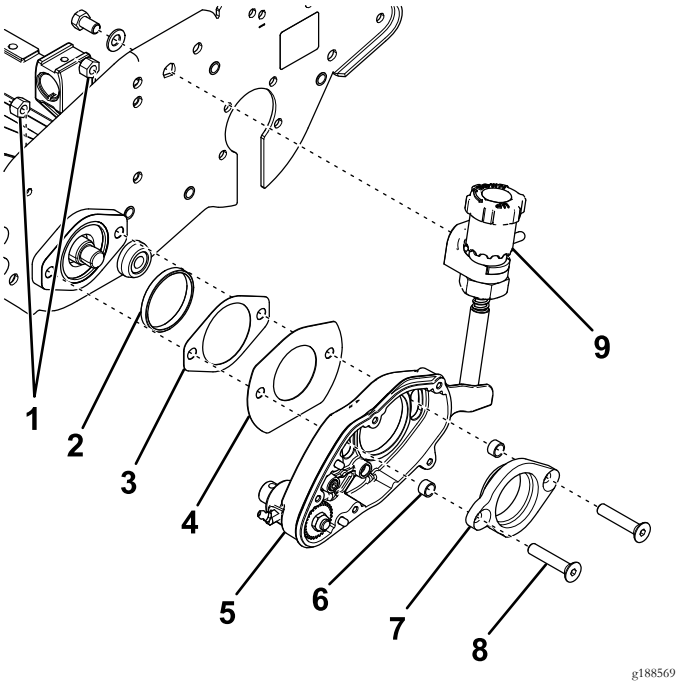

Figura 6
2. Inserite l'anello adattatore nell'alloggiamento dei cuscinetti del cilindro sulla piastra laterale (Figura 6).
3. Inserite le 2 viti a testa piana attraverso l'adattatore del cuscinetto e fate scorrere i nuovi distanziali sulle estremità (Figura 6).
4. Inserite l'adattatore del cuscinetto nell'alloggiamento del groomer (Figura 6).
5. Fate scorrere il coperchio fessura e la nuova guarnizione sopra le viti a testa piana (Figura 6).
6. Inserite le viti a testa piana attraverso l'alloggiamento dei cuscinetti del cilindro e fissateli con 2 dadi di bloccaggio (Figura 6).
7. Fissate la manopola di regolazione sulla piastra laterale con un bullone e una rondella (Figura 6).